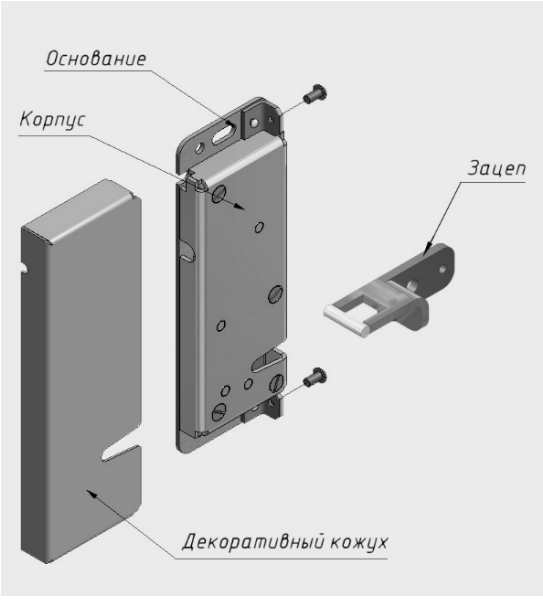

Рисунок 2 – Комплект поставки замка AL-250UZ-D
4.1 Замок состоит из корпусной части и зацепа (рисунок 2). Корпусная часть крепится к дверной коробке, зацеп – к двери.